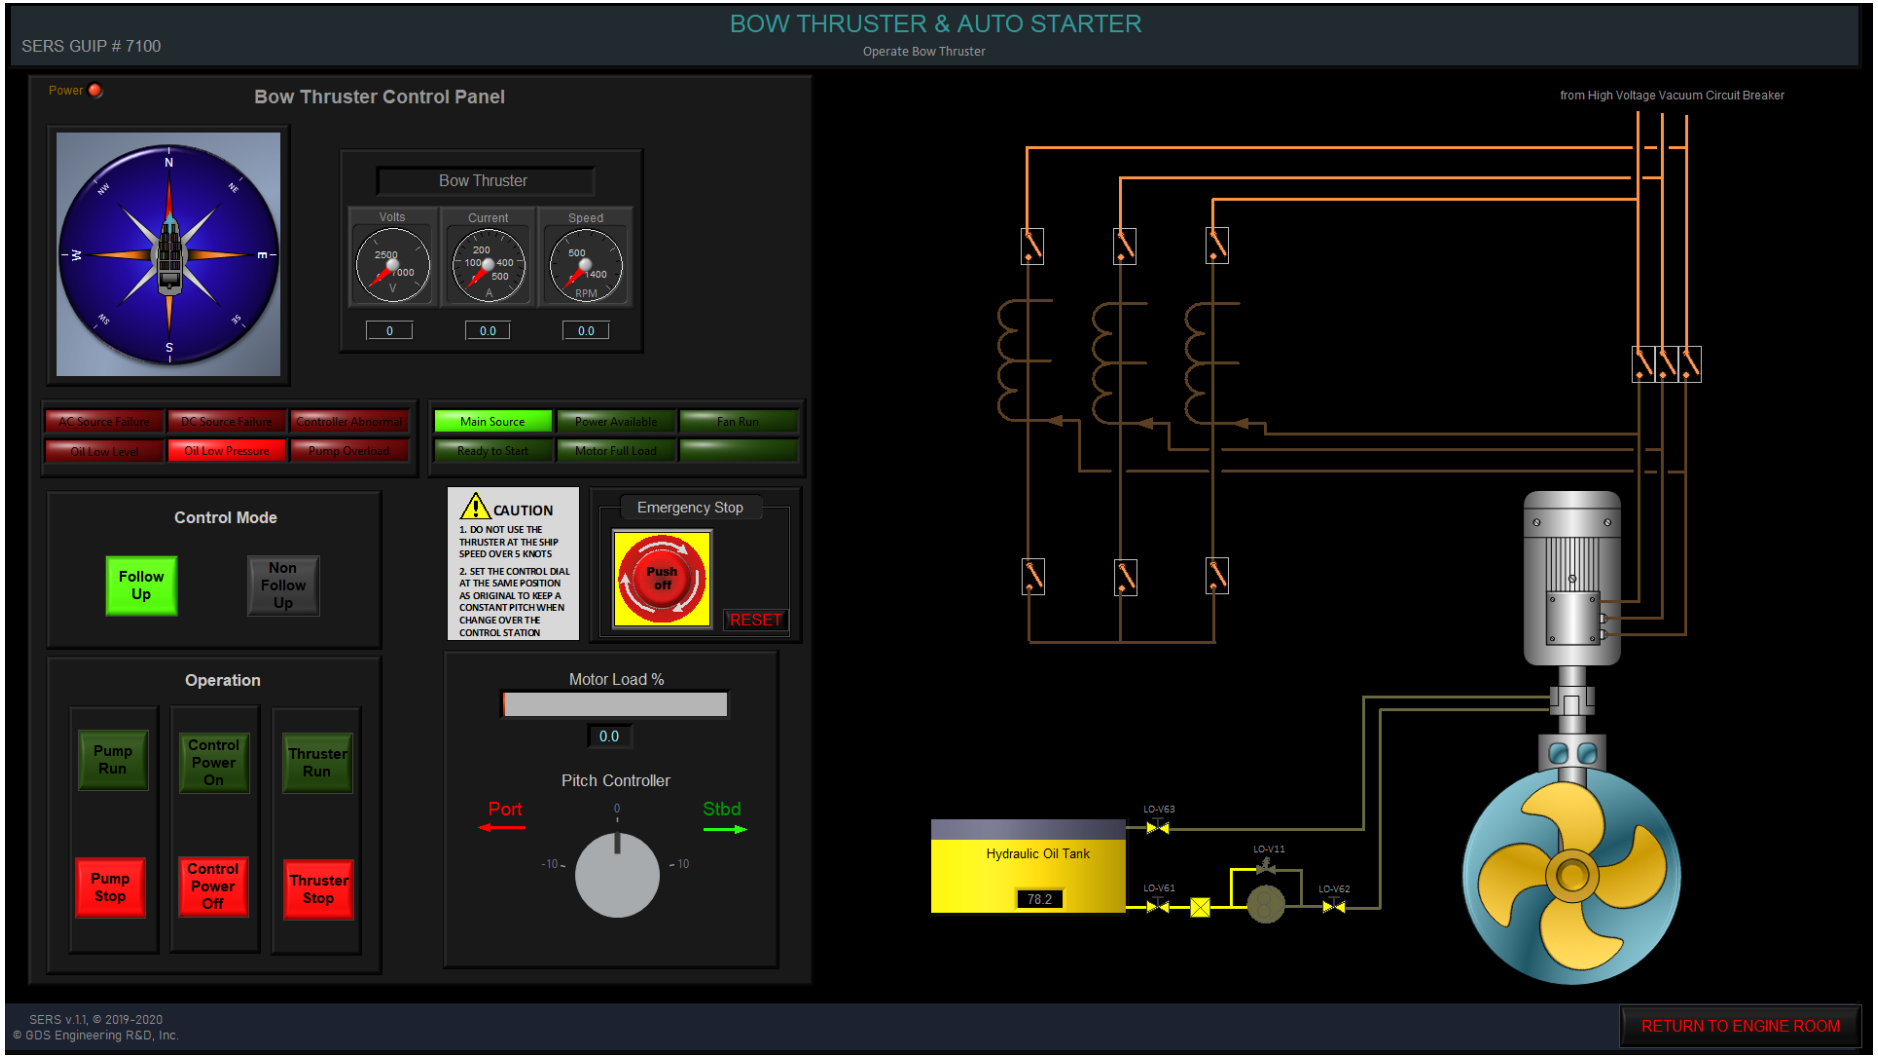

Figure 4.24.1 GUI Panel #5860: Bow Thruster & Auto Starter Panel – Bow Thruster is in not Lined Up.
- Open Bow Thruster GUI Panel (GUIP #7100) (See Figure 4.24.1).